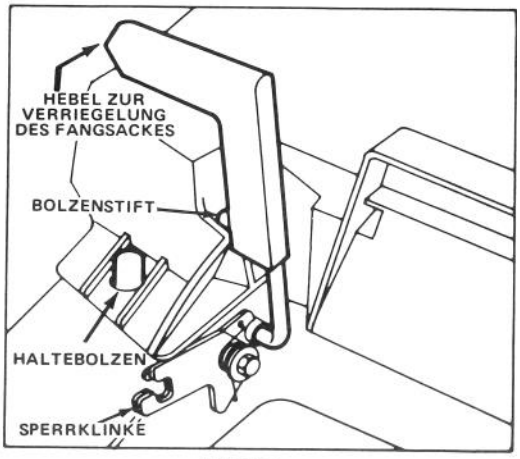

Bild 12
3. INSTALLATION DES GRASFANGSACKES – Lochöffnung des Korbrahmens auf den Haltebolzen am Gehäuse schieben (Bild 12) und den Rückwärtsteil des Korbrahmens auf den unteren Holm setzen.
4. Auswurfklappenhebel soweit nach vorn ziehen, bis Bolzenstift aus der Sperrklinke rastet und Hebel dann soweit nach rückwärts bewegen, bis Stift in der Nute verriegelt (Bild 12). Die Auswurfklappe im Mähergehause ist jetzt geöffnet. Herabdrücken am rechten Oberteil der Auswurfklappe könnte sich als erforderlich erweisen, um den Verriegelungsbolzen des Griffs aus der Sperrklinke zu lösen.